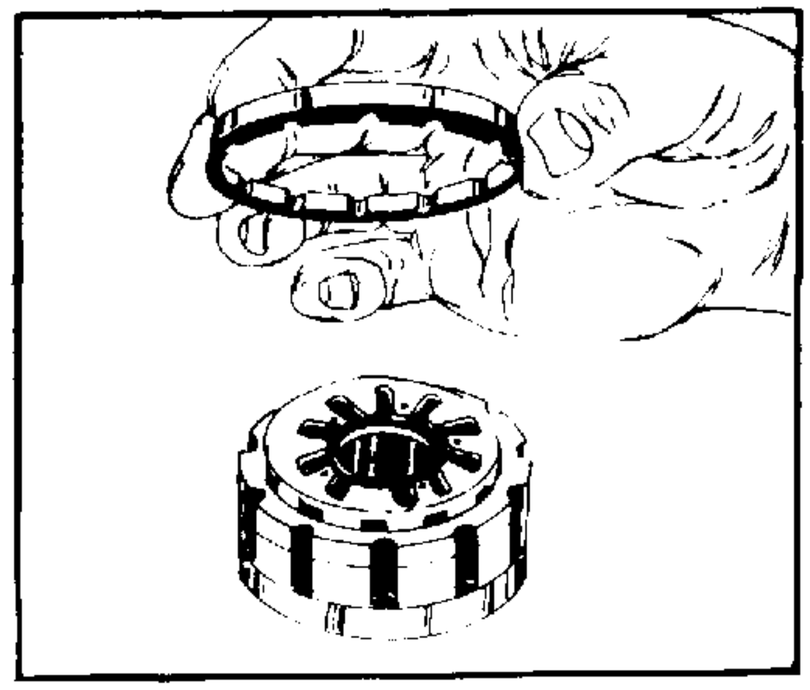

FIGURE 25.
30. Remove commutator ring (21). See figure 25. Inspect for cracks, burrs and scoring.